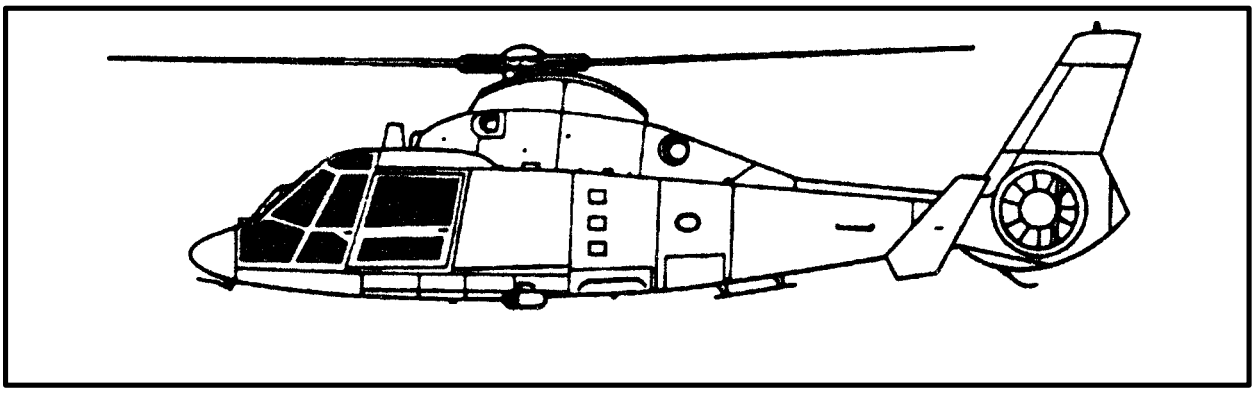

*Figure 2-23. H-65A Dolphin*
**i. HH-65A.** The HH-65A Dolphin (Figure 2-23) is a twin engine, single main rotor helicopter manufactured by Aerospatiale Helicopter Corporation. The primary mission of the HH-65A is search and rescue, but it also has a limited utility capability.